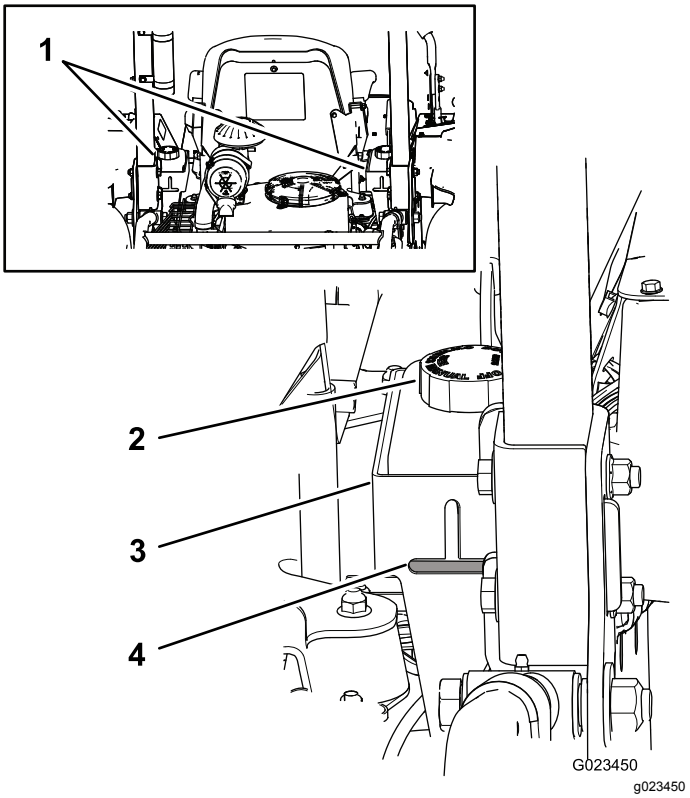

Figur 17
Maskinens tanker fylles med hydraulikkvæske av høy kvalitet på fabrikken. Den beste tiden for å sjekke hydraulikkvæsken er når væsken er kald. Maskinen må være i transportkonfigurasjon. Hvis væskenivået er under toppen av den horisontale delen av seglasset på baksiden av hydraulikktankene (Figur 17), må du tilføre væske slik at væsken når det akseptable nivået. **Ikke overfyll tankene.** Du trenger ikke å fylle væske hvis væskenivået er på toppen av den horisontale delen av seglasset. Anbefalt erstatningsvæske er:
Merk: Væskenivået skal være ved bunnen av hver av åpningene, som vist i Figur 17.
A. Rengjør området rundt lokkene på hydraulikkvæsketankene slik at det ikke kommer rusk inn i systemet (Figur 17).